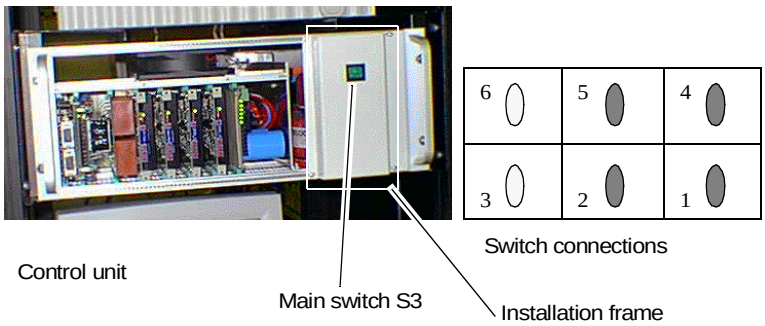

Figure 8-35: Connections of the main switch
Step 5 Hinge the front panel to the front and mark the cables (☞ Figure 8-35:)